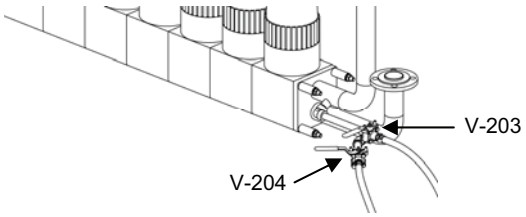

Figure 5. MF Drain Valves V-203 and V-403.
d. When water stops draining, disconnect each tube from its valve and hold the end up to drain residual water from the tube. Then reconnect the tube to its valve (Figure 5).